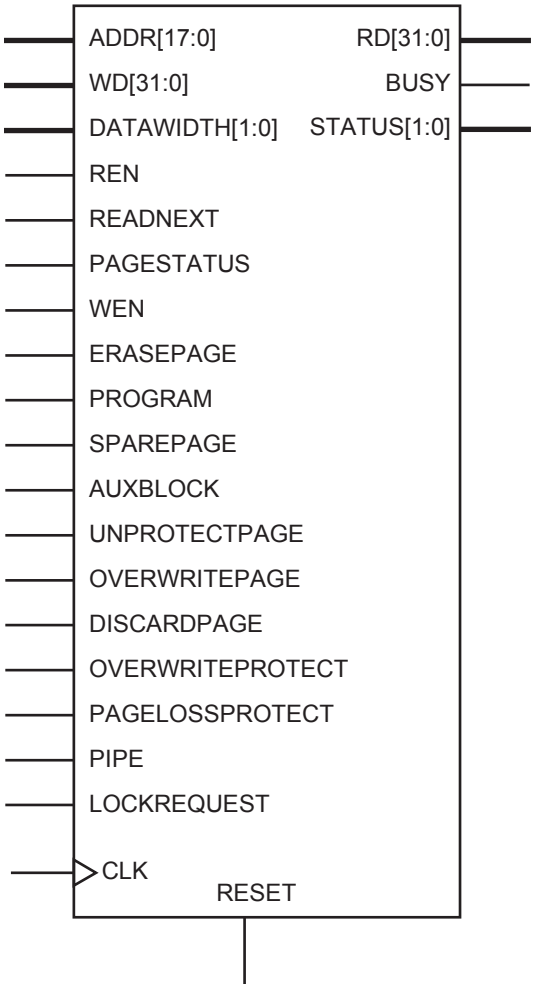

Figure 2-32 **• Flash Memory Block**
Fusion is the first FPGA that offers a flash memory block (FB). Each FB block stores 2 Mbits of data. The flash memory block macro is illustrated in Figure 2-32. The port pin name and descriptions are detailed on Table 2-19 on page 2-40. All flash memory block signals are active high, except for CLK and active low RESET. All flash memory operations are synchronous to the rising edge of CLK.